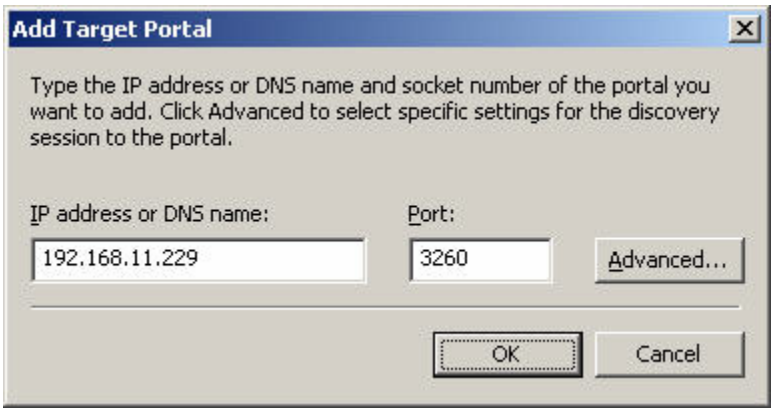

Figure D.2
3. Click **"Add"**. Input IP address or DNS name of *i*SCSI storage device. Please see Figure D.2.